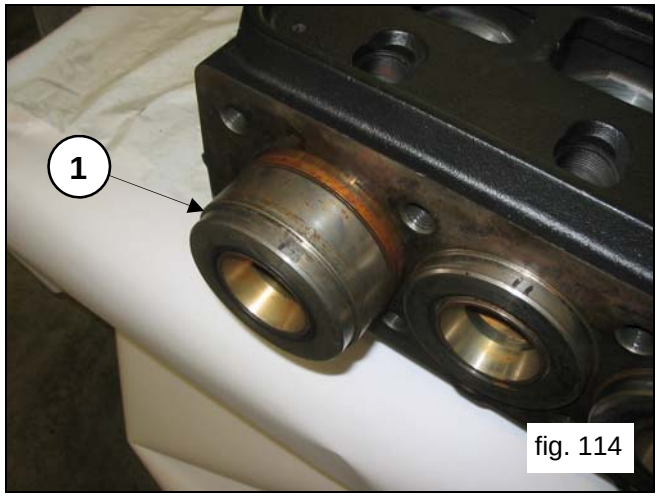

fig. 114
Turning the shaft, move the piston forward so that the stopper, moving forward itself, can push out the packing support and the entire piston unit (pos.①, fig.114).